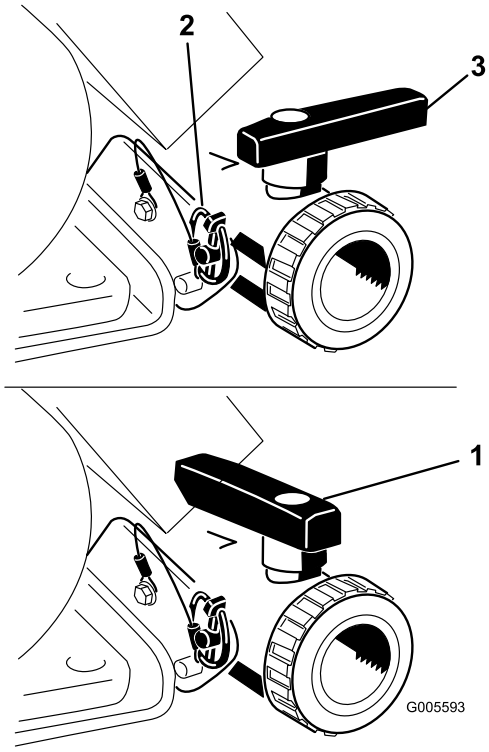

Figur 20
Åbn ventilen for at dræne eventuelt ubrugt materiale fra tanken, og bortskaf det i henhold til den lokale lovgivning og materialeproducentens vejledning (Figur 20). Efter dræningen fjernes ringstiften på det beslag, der fastholder aftapningsventilen til maskinen, og ventilen lægges på jorden. Det gør det muligt at dræne eventuelt restmateriale fra slangen.
3. Når tanken er helt tom, monteres ventilen på stellet med den ringstift, der tidligere blev fjernet, og aftapningsventilen lukkes (Figur 20).